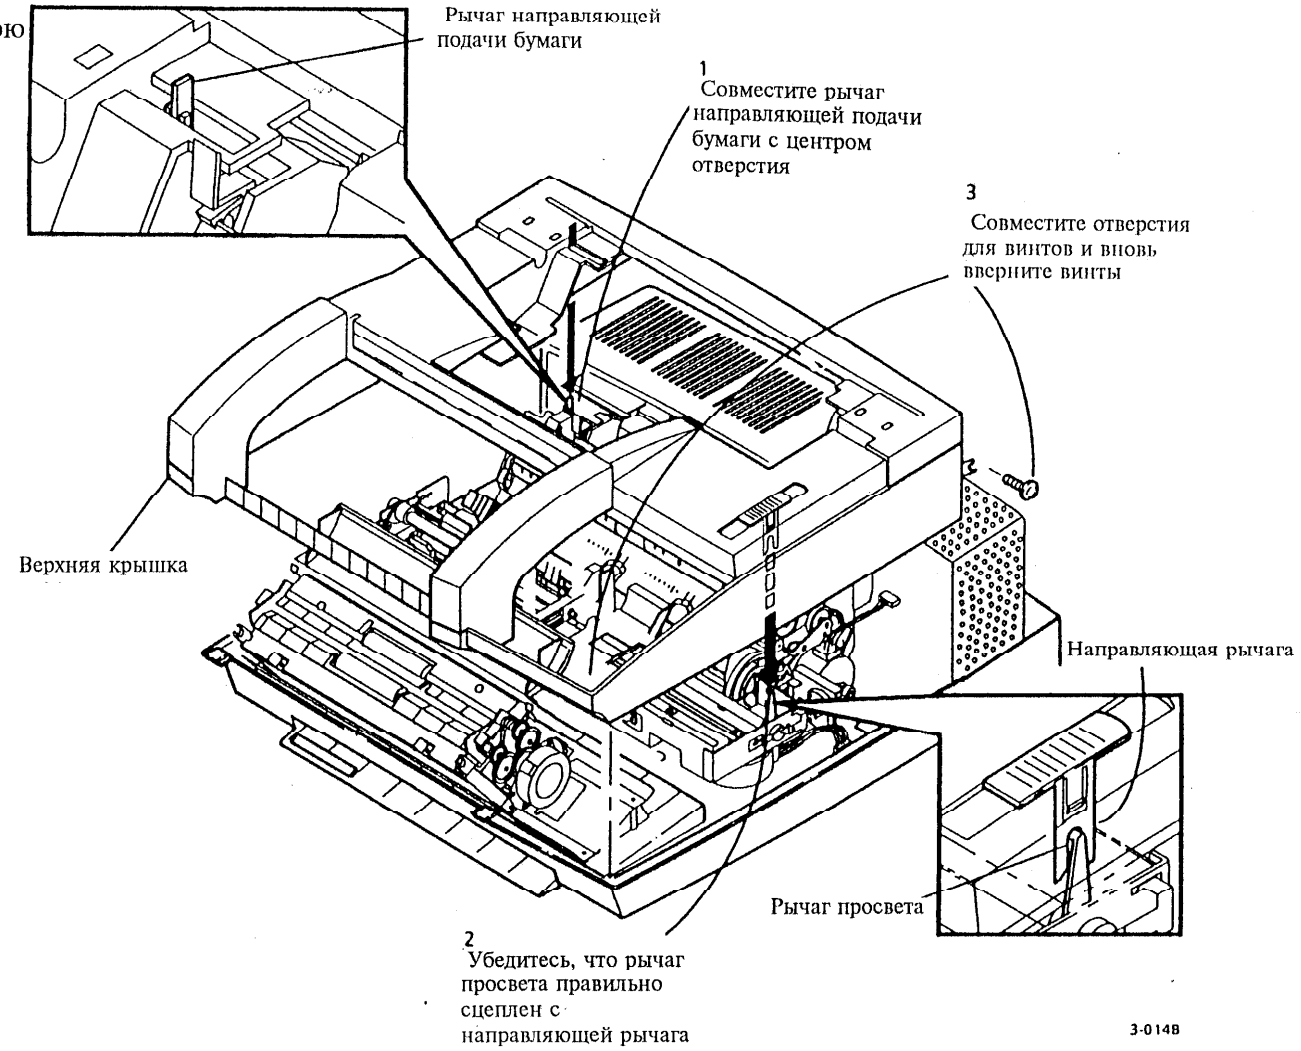

Рис. 3 Установка верхней крышки
1. (Рис. 3):Вновь установите верхнюю крышку.